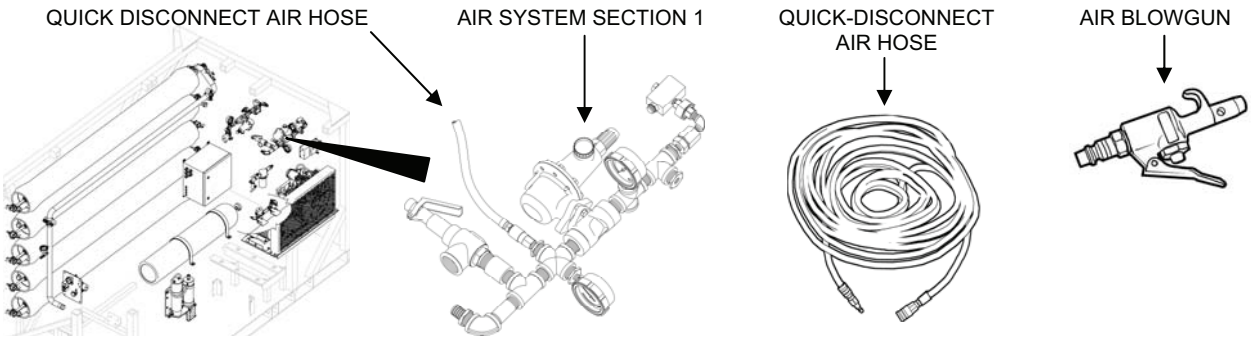

Figure 1. Quick-Disconnect Air Hose Connections.
16. Ventilate the fuel tank as follows (Figure 1).